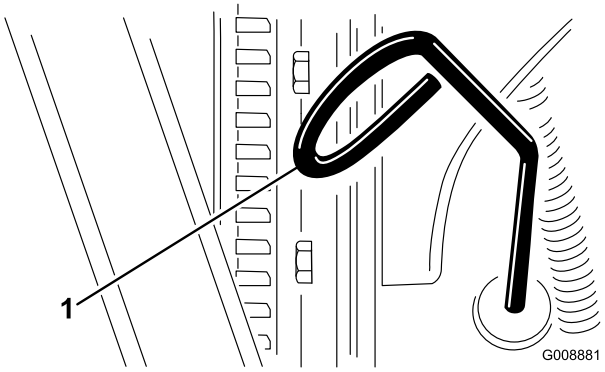

Figuur 35
2. Verwijder de peilstok (Figuur 35) en veeg deze af met een schone doek.